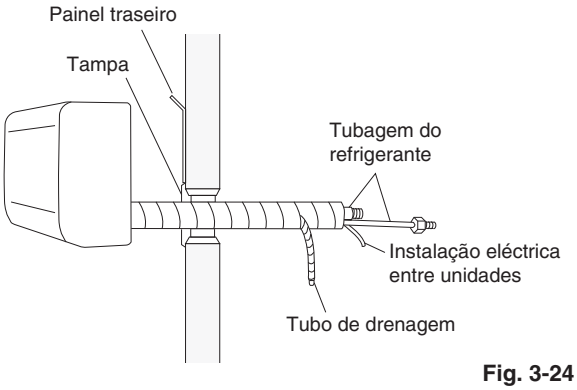

Fig. 3-24
(1) Perfile a tubagem do refrigerante de modo que a mesma possa passar facilmente pela abertura na parede. (Fig. 3-24)